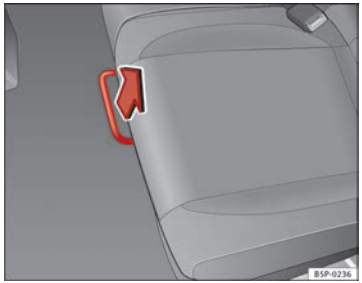

Fig. 97 For unlocking the rear seat
– In the seated position, unlock the lever in the direction of the arrow ⇒ Fig. 97.